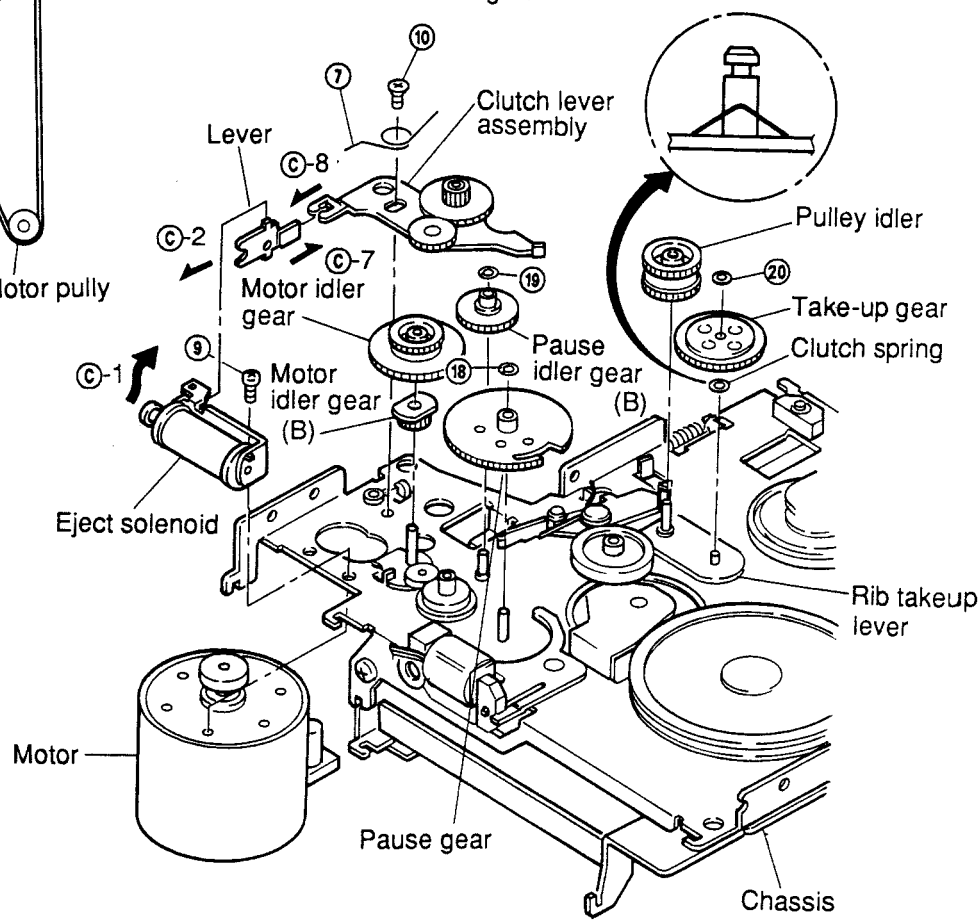

Figure 10
(1) After removing the belt, remove spring ⑦ as shown in Figure 10.
(3) Remove two screws ⑨ and ⑩, and remove the motor, taking care not to damage the motor idler gear. (Refer to Figure 10.)
(4) Mount the new motor following the removal steps in the reverse order.
(2) Remove screw ⑨ and remove the play solenoid as shown in Figure 10.
(3) Align position ⓒ-1 of the new solenoid with position ⓒ-2 of the lever and fasten the screws as shown in Figure 10.
(4) Lead the wire through the tube and solder it.
(1) After removing the motor, remove the motor idler gear and the motor idler gear (B) and remove the clutch lever assembly as shown in Figure 10.
Note: When mounting the gears to the lever, apply grease (FLOIL 425A) to the position ⓒ-6 as shown in Figure 15. Align the position ⓒ-7 with the position ⓒ-8 and mount the clutch lever as shown in Figure 10.
(1) Remove M1.2 lock washer ⑱ and remove the pause gear pulling it up from the stud of the chassis as shown in Figure 10.
(2) Mount the new gear following the removal steps in the reverse order.
(1) After removing the motor and the motor idler gear, remove M1.2 lock washer ⑲ and remove the gear by pulling it up from the stud of the chassis as shown in Figure 10.
(2) Mount the new gear by following the removal steps in the reverse order.
(1) After removing the belt and the pulley idler gear, remove M1.2 lock washer ⑳ by pulling it up from the stud of the rib take-up lever assembly as shown in Figure 10.
(2) Remount the take-up gear following the removal steps in the reverse order.